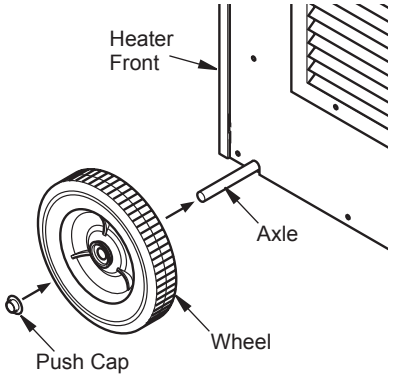

Figure 5 - Installing Axle and Wheels
3. Slide one wheel onto axle then carefully slide axle through heater body as shown in Figure 5.